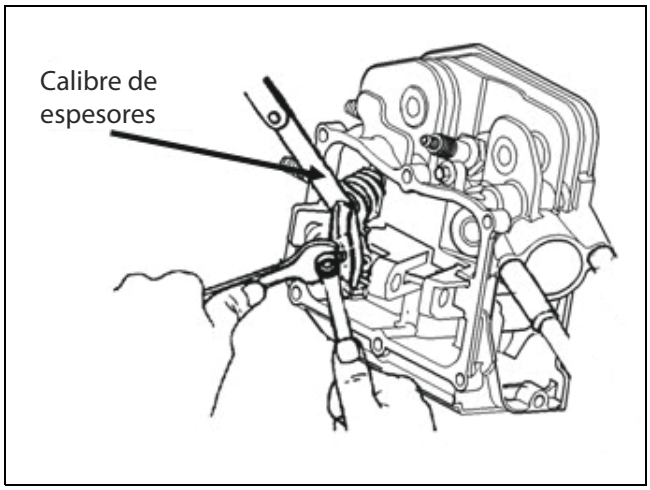

Figura 4-7. Ajuste de la luz de válvulas
1. Sostenga el pivote del balancín con una llave y afloje la tuerca de seguridad del pivote (Figura 4-7).